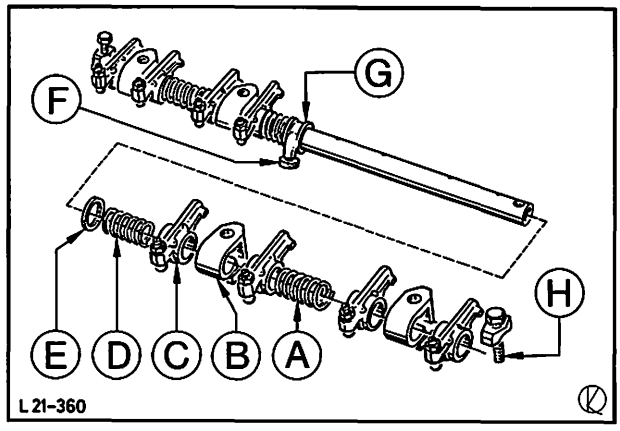

Abb. 151 Kipphebelachse zusammenbauen
5. Kipphebelachse einölen und in folgender Reihenfolge einbauen, Abb. 151.